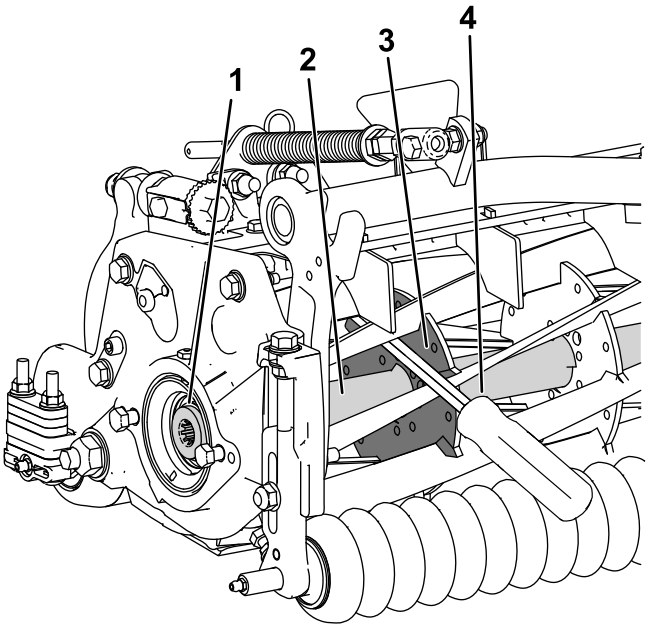

Figur 31
1. För in en bändstång med långt handtag (vi rekommenderar storleken ⅜ x 12 tum med ett skruvmejselhandtag) genom klippcylinderns framsida närmast sidan på den klippenhet som du ska dra åt (Figur 31).
2. Placera bändstången mot den svetsade sidan på cylinderns inre förstärkning (Figur 31).